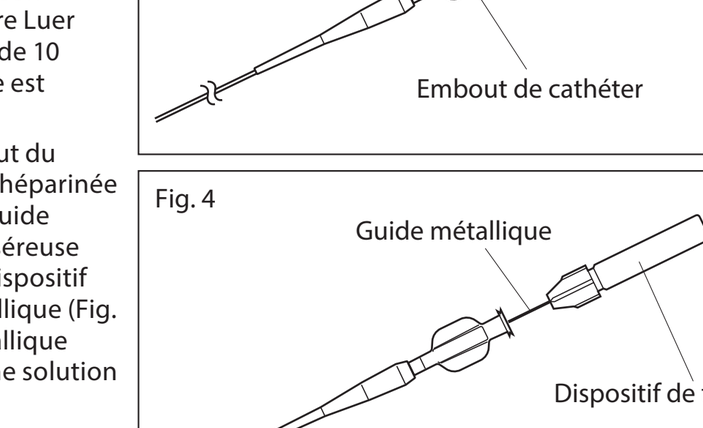

Fig. 3
5. À l'aide d'une seringue, amorcez la lumière du cathéter avec une solution saline héparinée à travers son embout. Pour réduire la résistance à l'injection, il est recommandé d'utiliser une seringue à fermeture Luer Lock de 1 mL or 2.5 mL (Fig. 3). Injectez lentement plus de 2 mL dans le cathéter jusqu'à ce que plus de 10 gouttes de la solution sortent de son extrémité afin d'amorcer suffisamment le cathéter. L'amorçage est terminé si aucune bulle d'air n'est visible dans les gouttes de la solution.